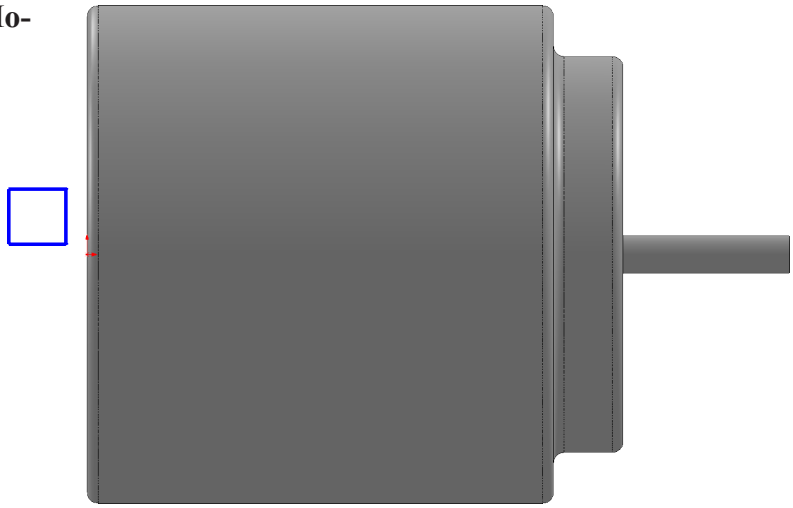

Fig. 17
Step 4. Sketch a rectangle **to left of Motor**, **Fig. 17**.